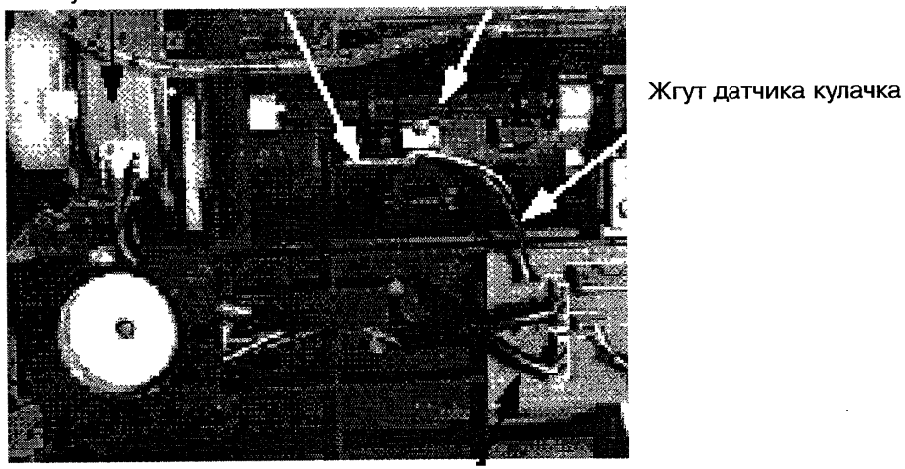

Рис. 2-5 **Двигатель подачи бумаги и жгут датчика кулачка**
2. Проверьте, нет ли болтающихся или поврежденных жгутов от интерфейсной платы принтера до двигателя подачи бумаги (рис. 2-5).